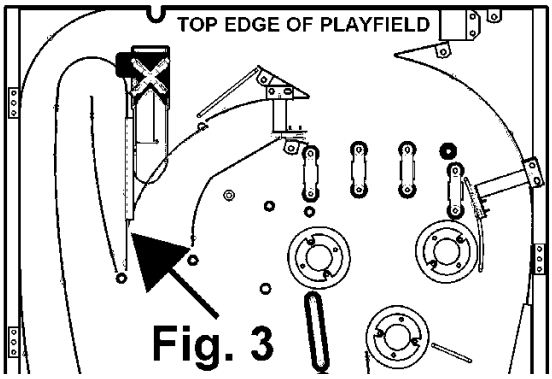

Fig. 3
Step 5: Check above the playfield to ensure the Diverter Paddle Gate in the "Rest Position" is as close to the Left Flat Rail as possible without touching it. **Reference Fig. 3.**